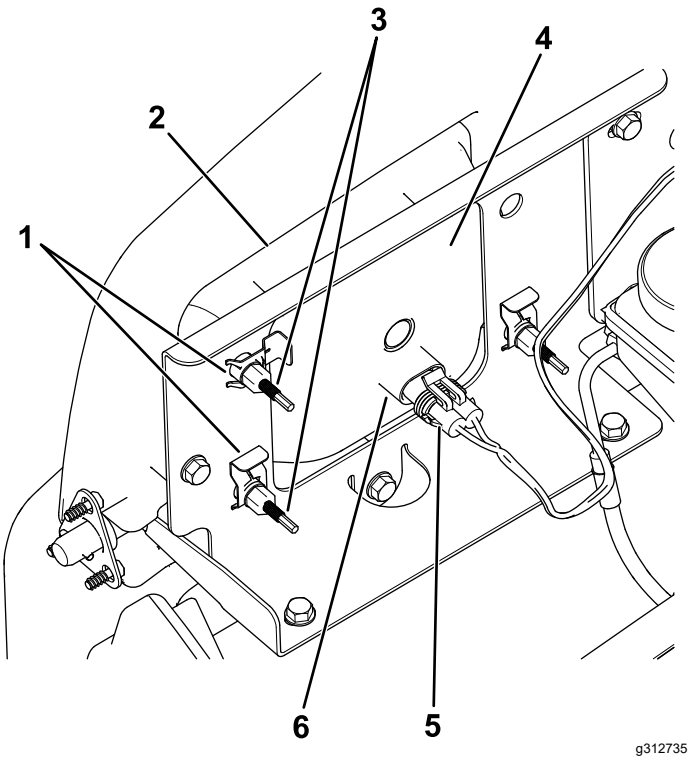

Figur 49
3. Koppla loss kablagets elektriska anslutning från lampenhetens kontakt (Figur 49).
4. Ta bort snabbklämmorna som fäster strålkastaren vid strålkastarfästet (Figur 49).
5. Demontera strålkastarenheten genom att flytta den framåt genom öppningen i den främre stötdämparen (Figur 49).
6. För in den nya strålkastaren genom öppningen i stötdämparen (Figur 49).
8. Anslut kablagets elektriska anslutning till lampenhetens kontakt (Figur 49).
5. Vrid justerskruvarna (Figur 49) på baksidan av strålkastarenheten för att vrida enheten och rikta in ljuskäglan.